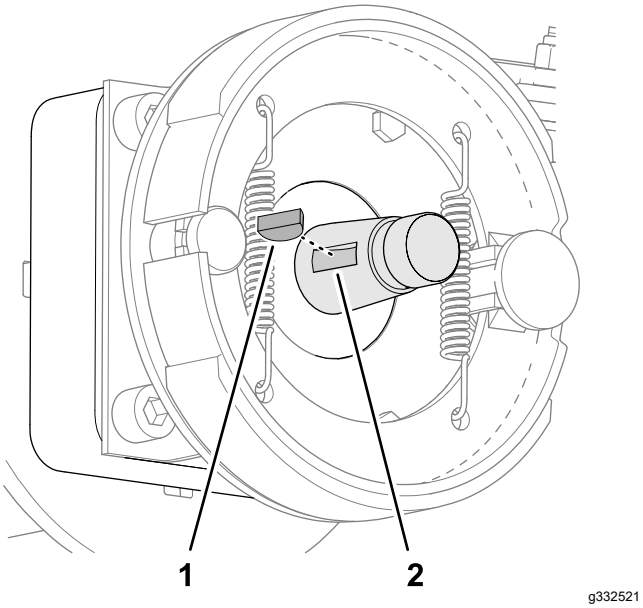

Figur 69
2. Sæt Woodruff-federen i rillen på hjulmotorakslen (Figur 69).